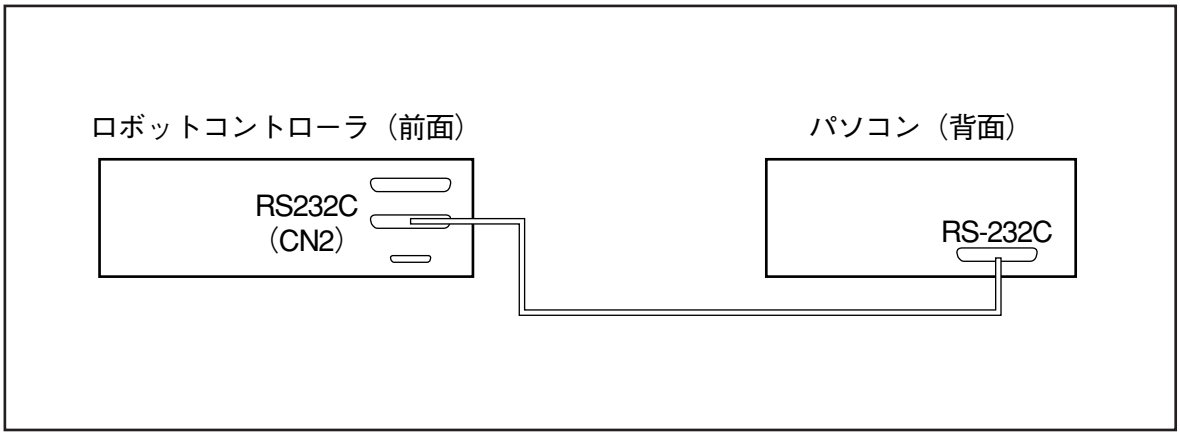

図４－10　通信ケーブルの接続
②図４－10に示すように通信ケーブルをコントローラの「RS232C」コネクタ（CN2）とパソコンのRS-232Cコネクタに接続してください。